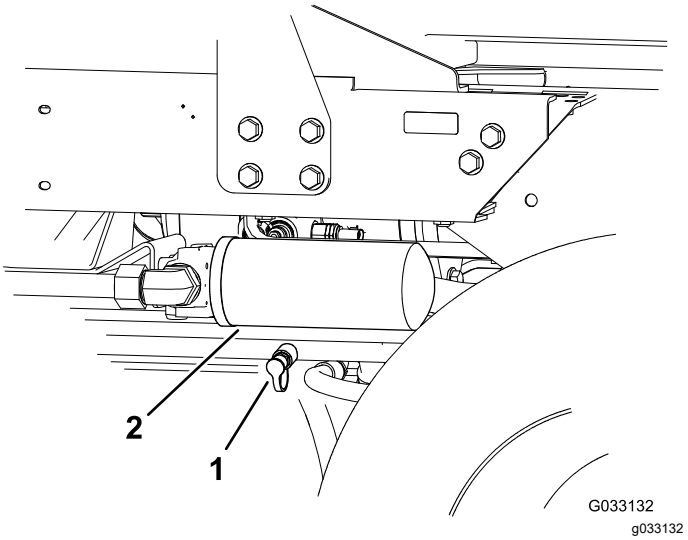

Figur 40
2. Tilslut en hydraulikslange mellem fejlfindingsfittingen monteret i den bageste traktionsmanifold og tryktestporten for omvendt traktion (Figur 40).